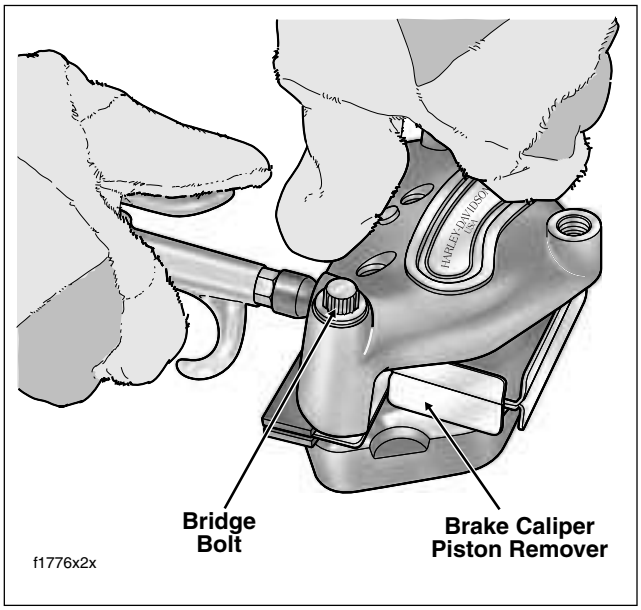

Figure 2-61. Direct Compressed Air Into Banjo Bolt Hole
e. Using a tapered, rubber-tipped nozzle on the air hose, apply low pressure compressed air into the banjo bolt hole to force pistons into contact with cushion of tool. See Figure 2-61.